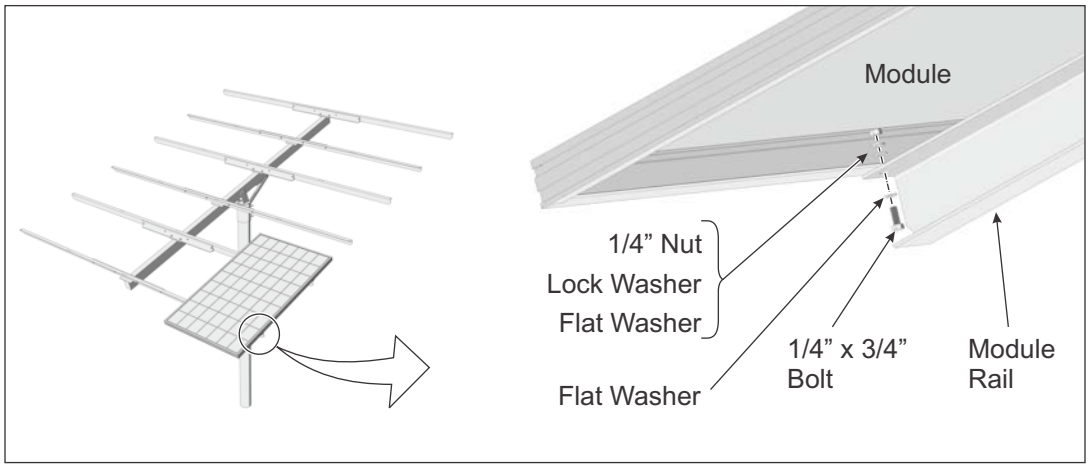

Figure 5-1: Installing PV Modules to Module Rails
A. Place the southern most PV Module in place on the Module Rails. Align the mounting holes and secure with 1/4” x 3/4” bolts and hardware; each Module has four attachment points. Finger-tighten for now. (See Figure 5-1)